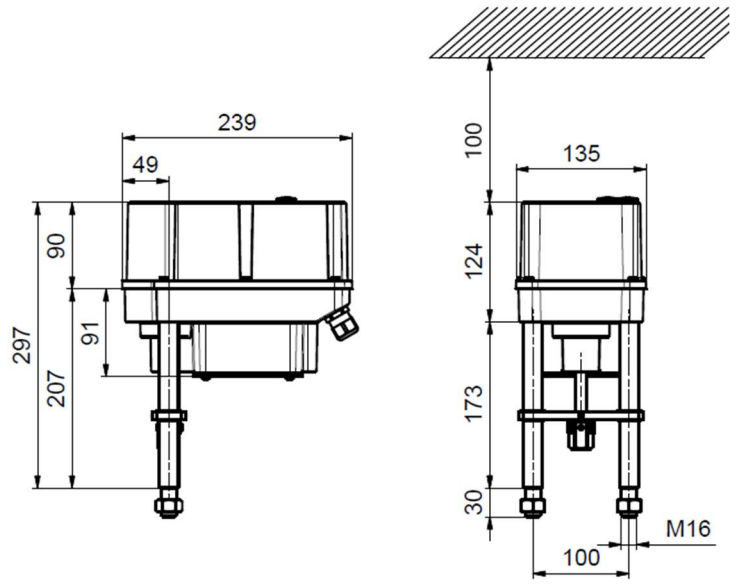

Figure 1: Espace libre pour le retrait du capot
- Les entraînements doivent être installés avec suffisamment d'espace libre pour le retrait du capot (figure 1).